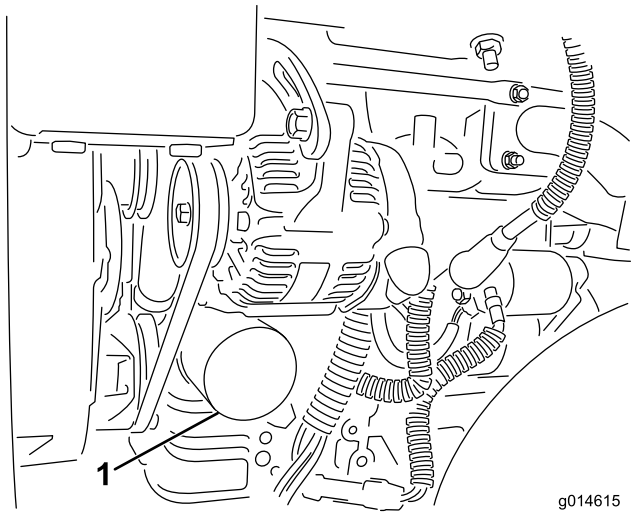

Figur 44
2. Fjern oliefilteret (Figur 44). Påfør et let lag ren olie på den nye filterpakning.